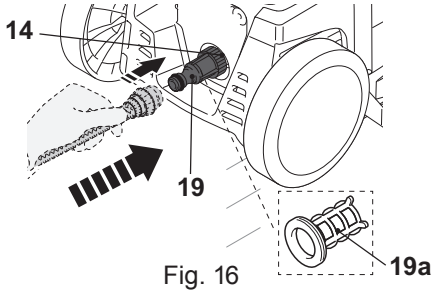

Fig. 16
> Attach a suitable water hose (not included) onto the water supply and then the other end onto the water hose adaptor (19) (Fig. 16).